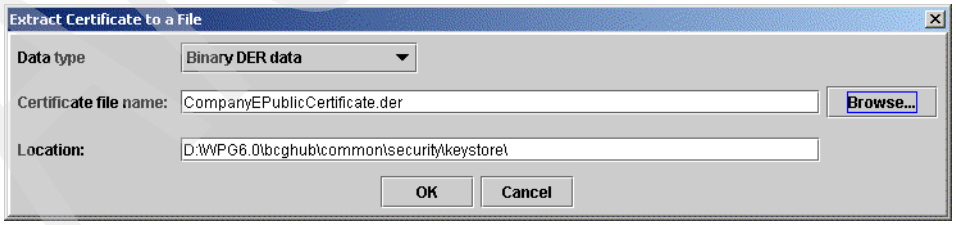

Figure 8-8 Extract certificate of key store (2 of 2)
2. In the Extract Certificate to a File window (Figure 8-8), complete the following tasks: